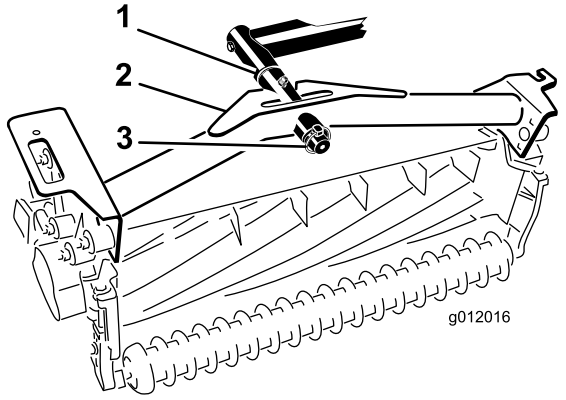

Figur 20
2. Skyv klippeenhetens bæreramme inn på dreiestangen og fest med en ringstift (Figur 20).